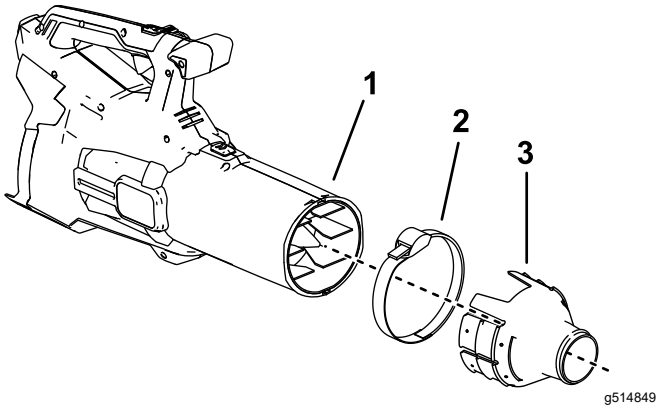

Figure 2
2. Retirez le tube du souffleur de manière à pouvoir insérer le collet directement sur la sortie du souffleur (Figure 2).